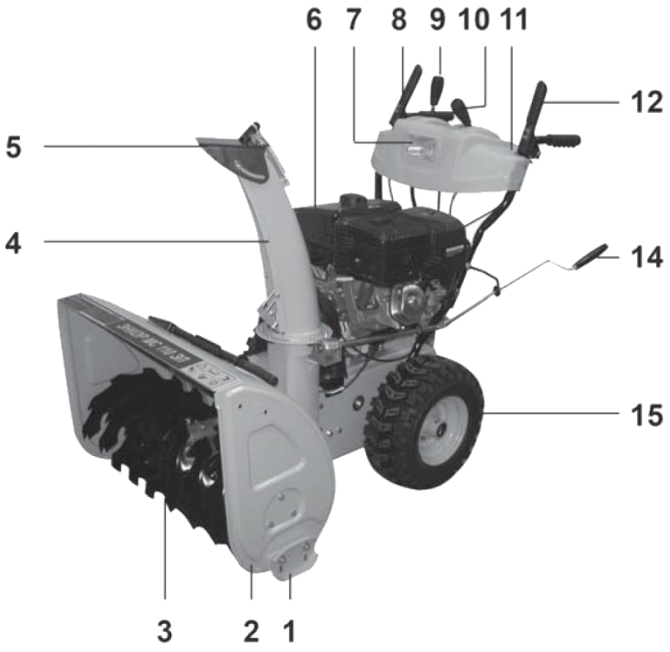
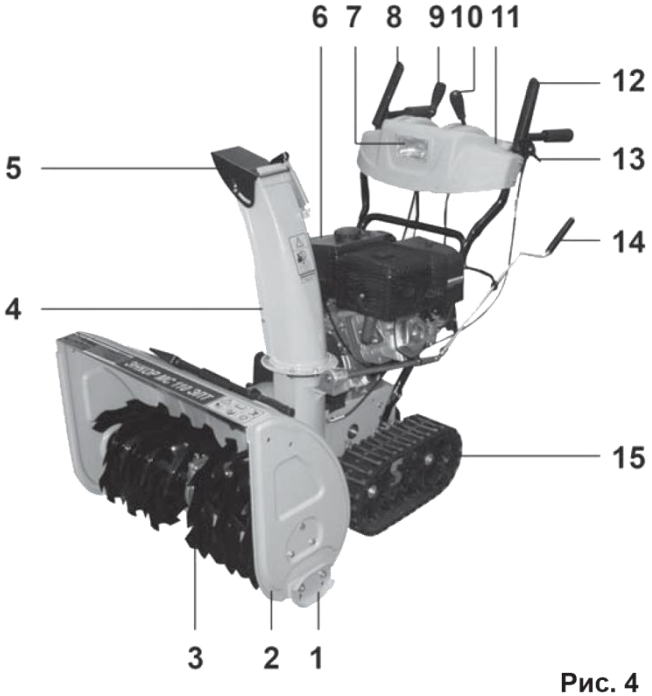

Рис. 3
Рис. 4
5.1 Устройство снегоуборщика представлено на Рис. 3 и Рис. 4.